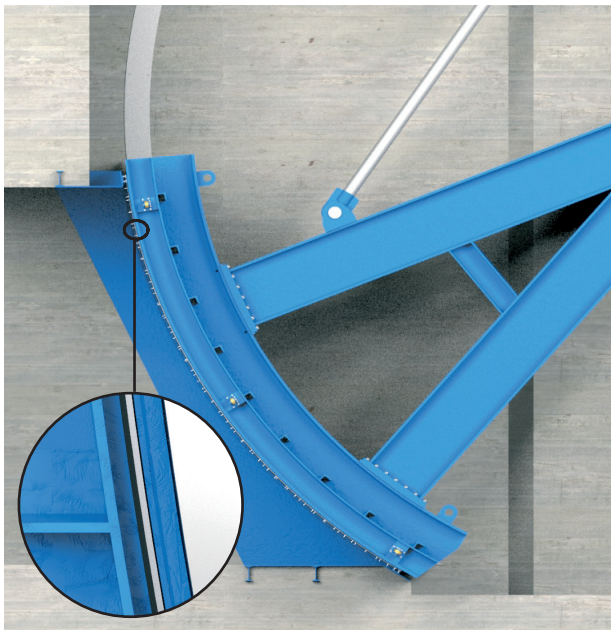

Fig. 11
- Per posizionare correttamente la travata nel cantiere, collocare altri cunei provvisori sulla tegola della travata e appoggiare l'insieme sull'imboccatura cementata (fig. 11). La dimensione di questi cunei verrà definita in base alle dimensioni indicate nella planimetria fornita da **CMO Valves**.